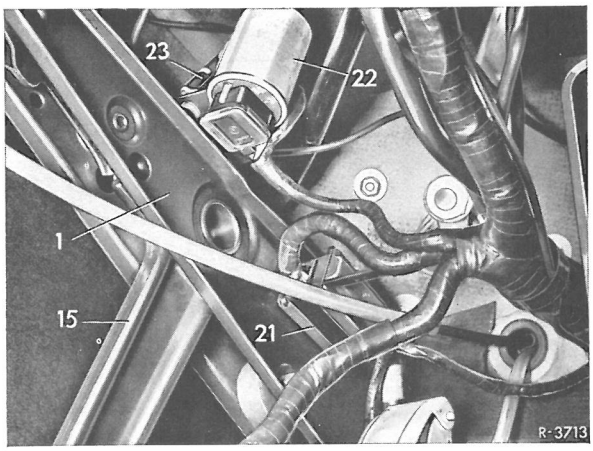

Fig. 42-14/2
7 Blinkrelæ (22) og stikforbindelse (21) fra håndbremsens konsol tages af (fig. 42-14/2).